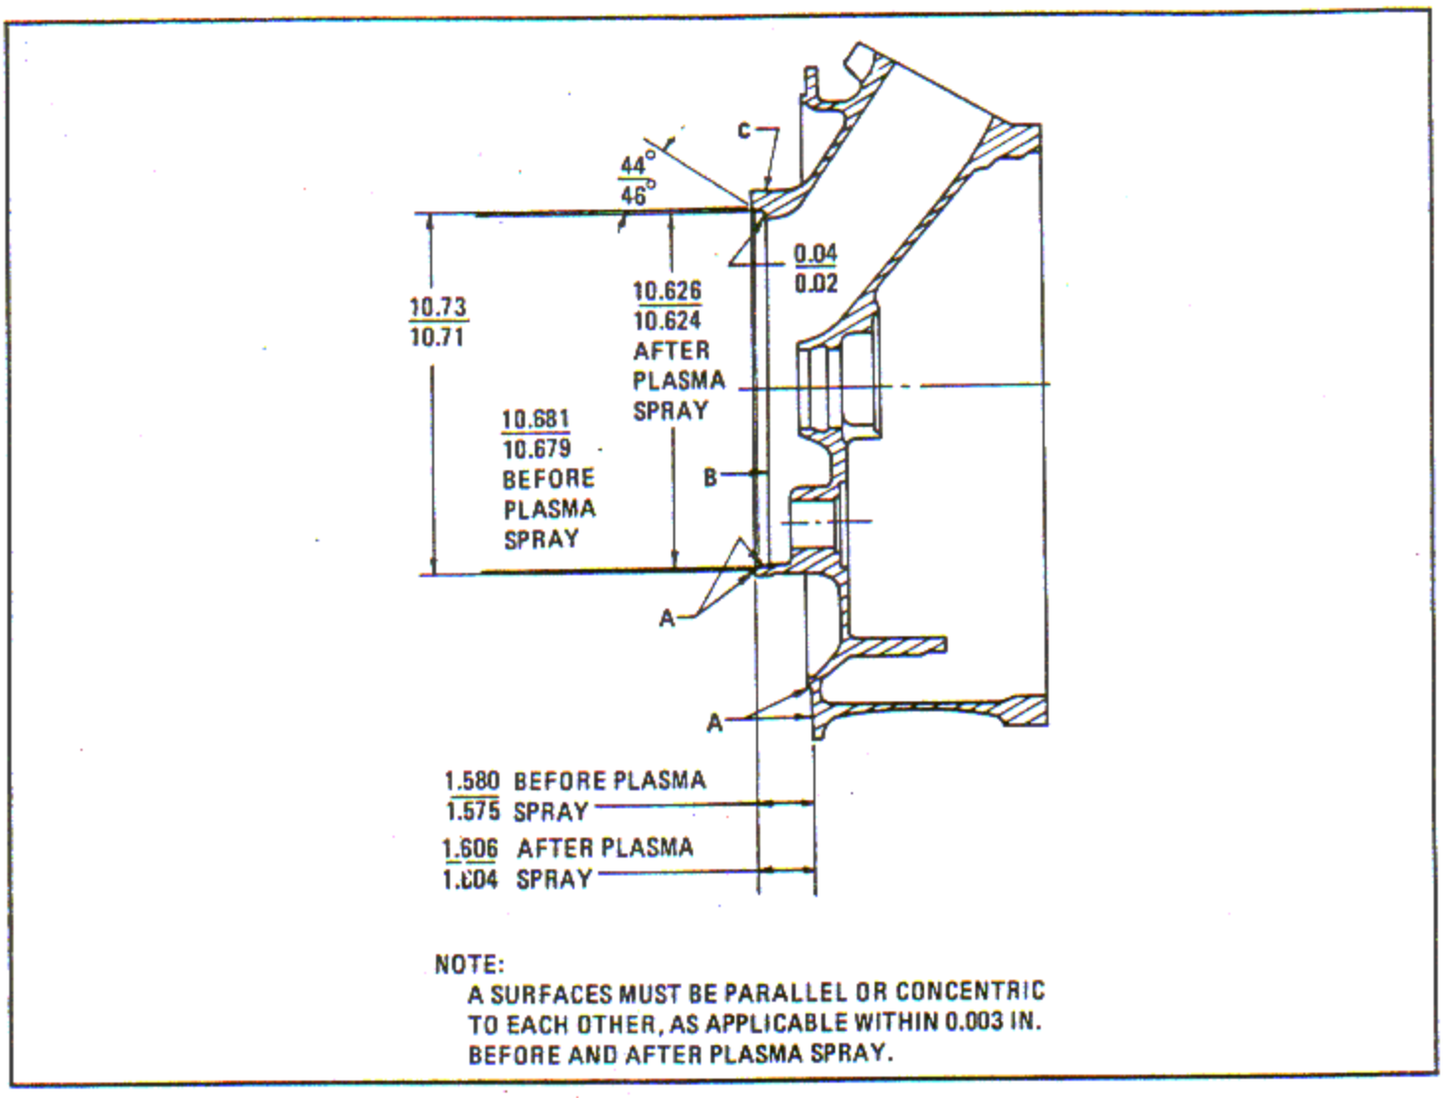

Figure 6-208. Reworking Supercharger Rear Housing to Diffuser Plate Pilot Diameter
Supercharger rear housings that are worn on the pilot diameter in excess of 10.666 inches but do not exceed 10.681 inches as shown in figure 6-208, can be reworked by plasma spray.
b. Finish machine pilot diameter to dimensions given in figure 6-208.